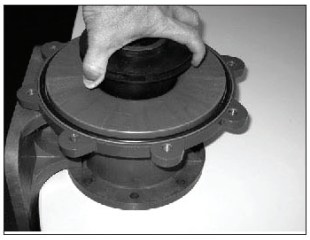

Figure 15
5. Remove impeller/inner drive assembly (items 4A, 4, 5, 5A). Inspect impeller and drive for signs of wear or damage. Look for signs of rubbing or damage and wear to the impeller and inner drive. See figure 15.